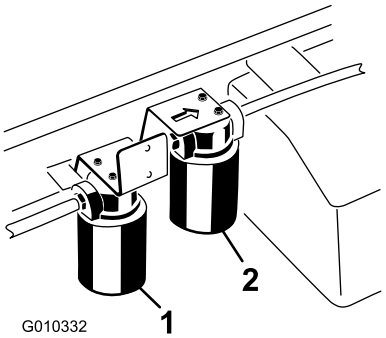

Figur 68
3. Plasser et tappefat under filteret, og ta ut filteret (Figur 68).
1. Rengjør området rundt der filteret for høy strømning skal festes (Figur 68).